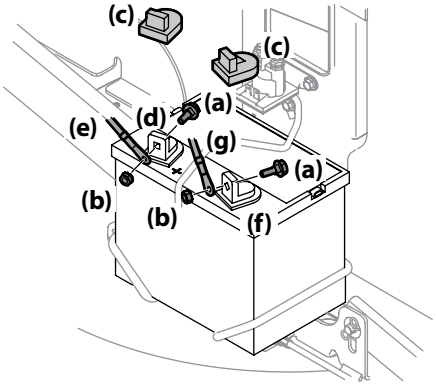

Figure 2-14
1. Remove the factory installed hex bolts (a) and sems nuts (b) located on the end of the wiring harness. Retain the hardware for later instructions. See Figure 2-14.
2. Remove the plastic cover (c), if present, from the positive battery terminal (d) and attach the red cable (e) to the positive battery terminal (b) with one of the hex bolts (a) and sems nuts (b), removed in step 1. Use a 7⁄16″ wrench and socket. See Figure 2-14.
3. Remove the plastic cover (c), if present, from the negative battery terminal (f) and attach the black cable (g) to the negative battery terminal (f) with the remaining hex bolt (a) and sems nut (b). See Figure 2-14.